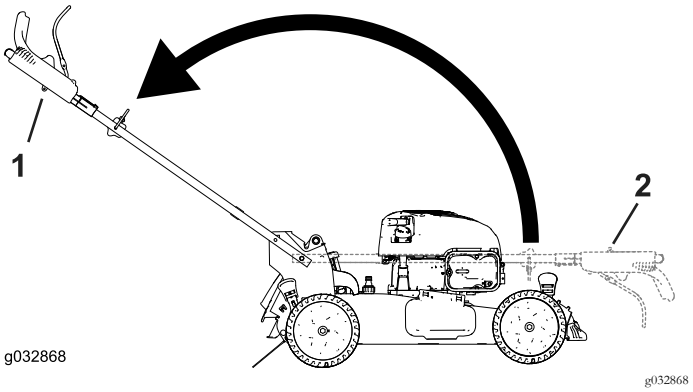

Figure 5
3. Dépliez le guidon en arrière à la position d'utilisation (Figure 5).